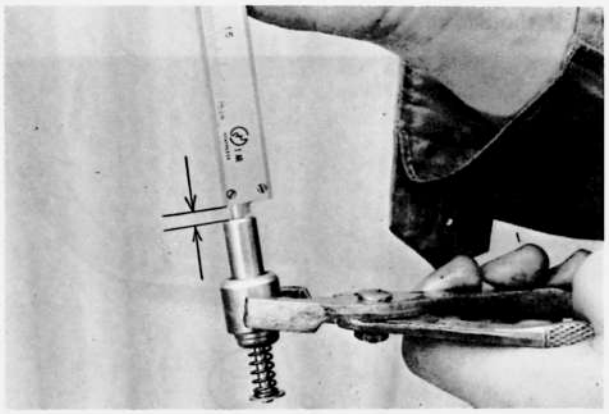

Fig. 2–7 Checking by-pass valve
2. Soak the by-pass valve in hot oil of 75°C ~ 80°C (167°F ~ 176°C). If the protrusion of piston is more than 5 mm (0.2 in), the by-pass valve is normal. (Fig. 2–7)